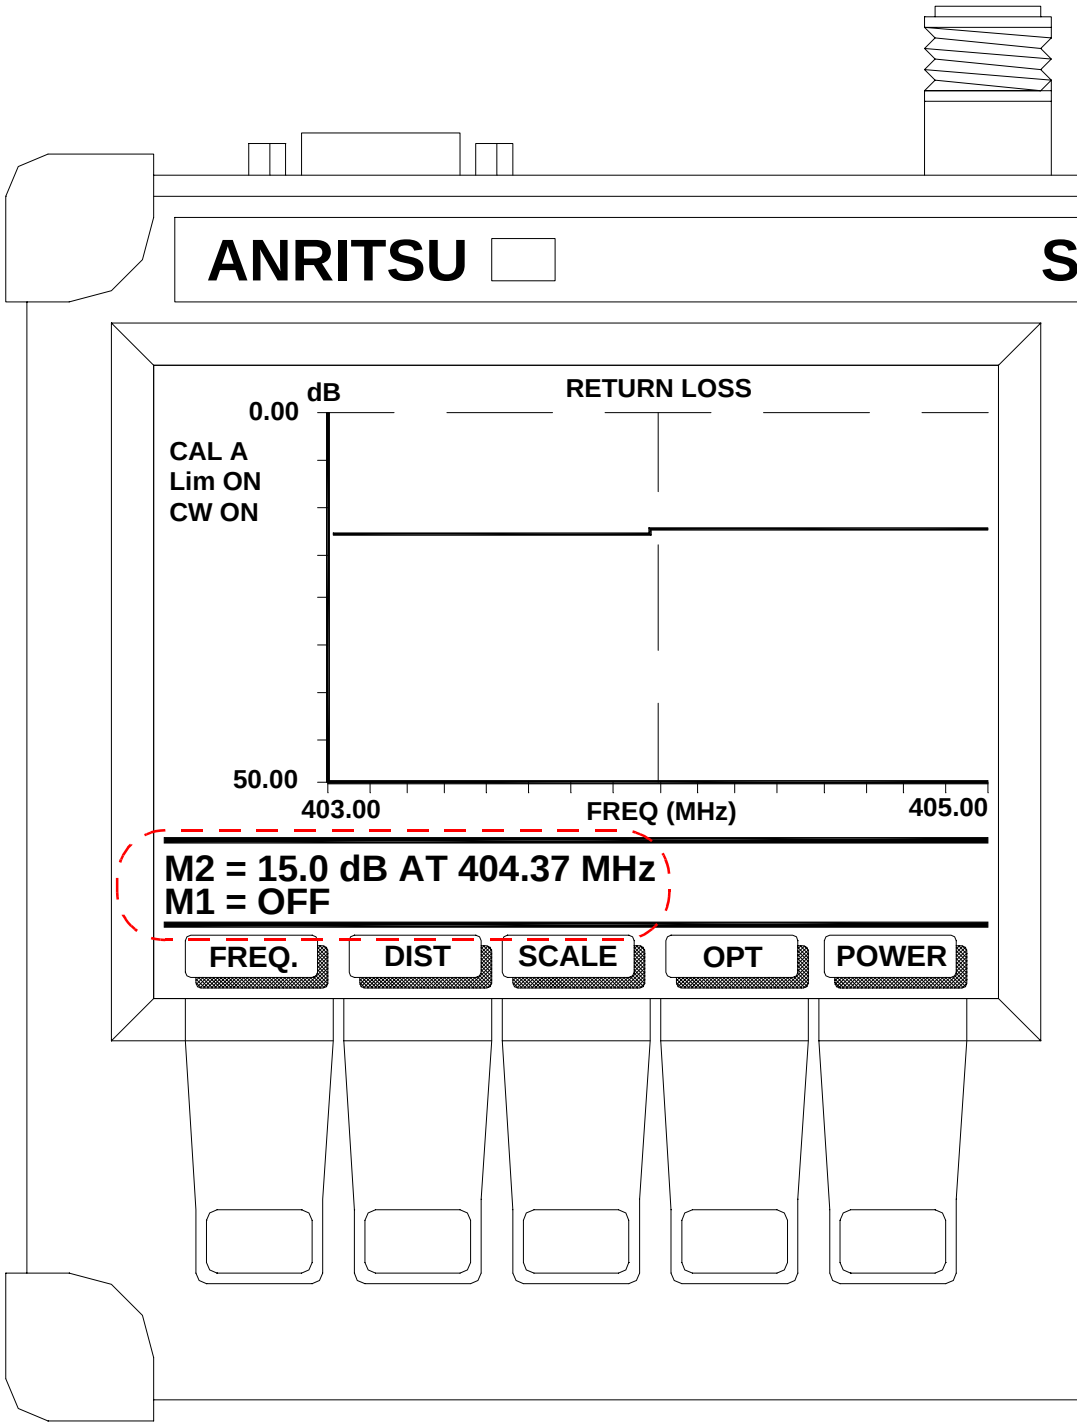

Figure 7-19 Anritsu Site Master Return Loss Display
5. Connect the Anritsu cable to the end of first antenna feed cable, wait for the Anritsu display cursor to sweep and record cable ID and meter reading as shown in Figure 7-19. Repeat this procedure for each of the ten antenna feed cables.